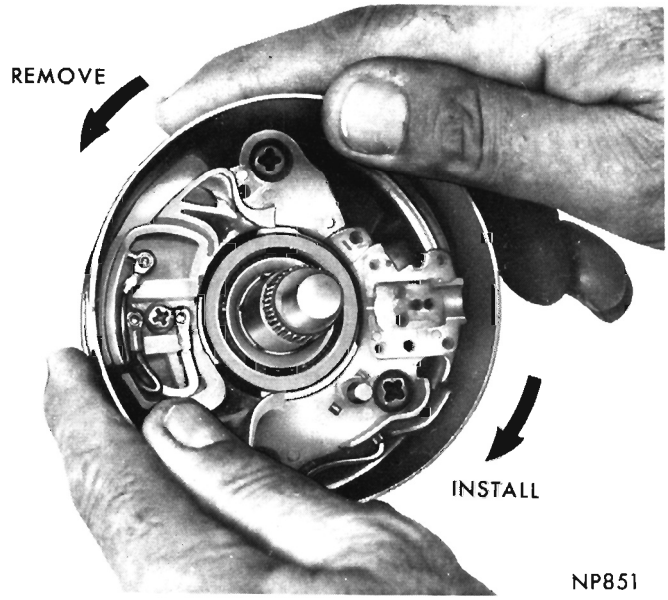

Fig. 6—Removing or Installing Turn Signal Cover Assembly
cover assembly can be rotated counterclockwise and lifted off top of column jacket (Fig. 6).
(5) Feed turn signal wires through shift bowl.
(6) Place cover assembly on column by aligning tangs on lock plate with slots in jacket.
(7) Press down on assembly and rotate fully clockwise (Fig. 6). Tighten 3 retaining screws 30 to 40 inch-pounds.